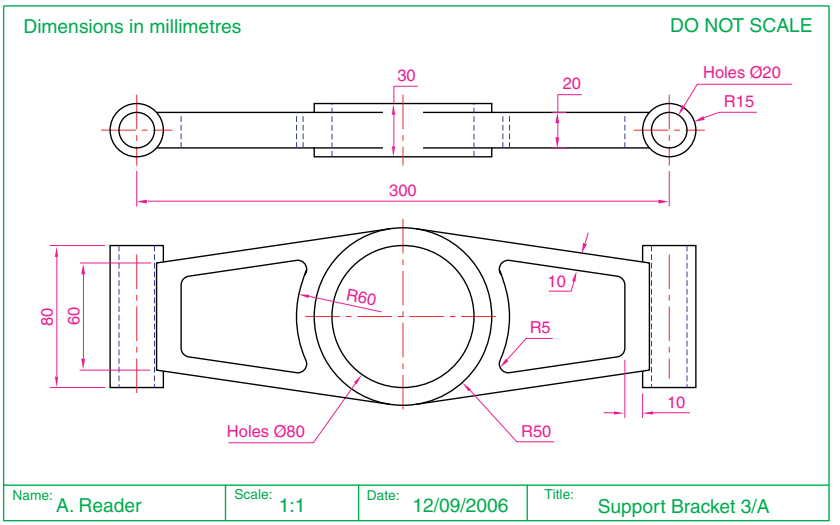

Fig. 14.8 Working drawing for the second example
3. In the **Top** viewport construct an outline of the web of the Support Bracket shown in Fig. 14.8. With the **Extrude** tool, extrude the parts of the web to a height of **20**.